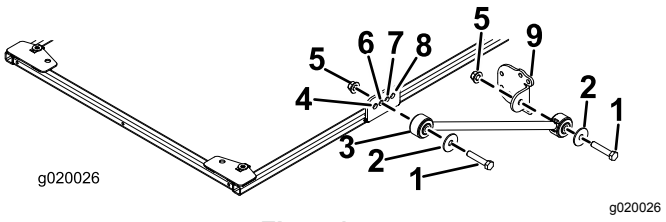

Figur 14
7. Fäst ett stag löst på båda sidorna om solskärmsramen i staget till fästets andra hål med en skruv (½ × 2½"), en bricka (½") och en flänsmutter (½") enligt Figur 14.
8. Fäst ett stag till fästet löst på varje stag med en skruv (½ × 2½"), en bricka (½") och en flänsmutter (½") enligt Figur 14.